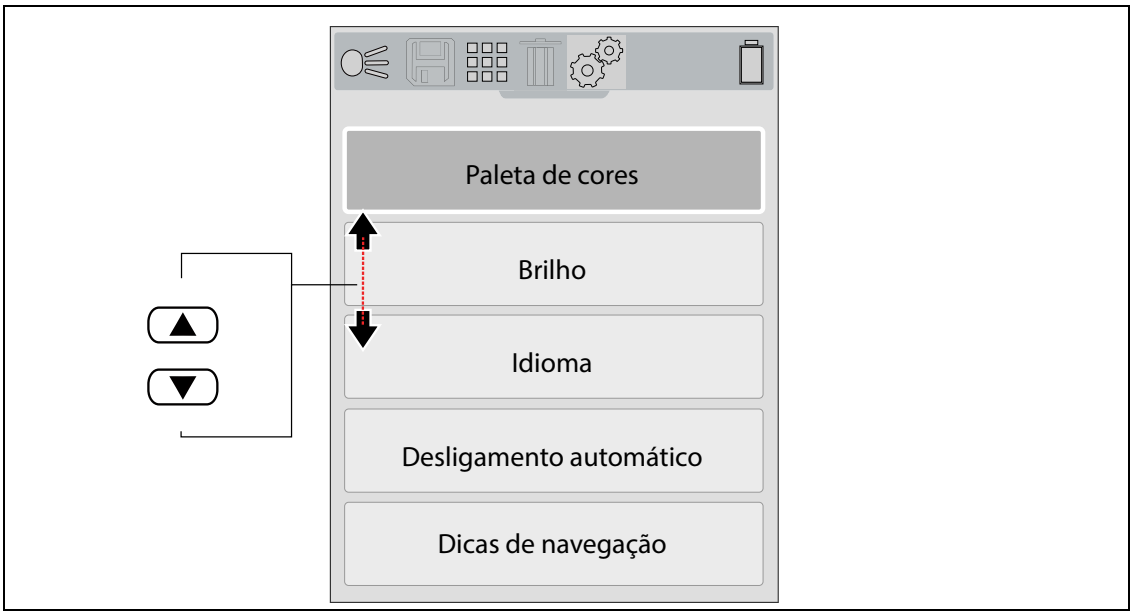

Figura 5-2
2. Use os botões de controle **PARA CIMA▲/PARA BAIXO▼** para selecionar uma opção do menu (Figura 5-2). Toque no botão **Y** para selecioná-lo.